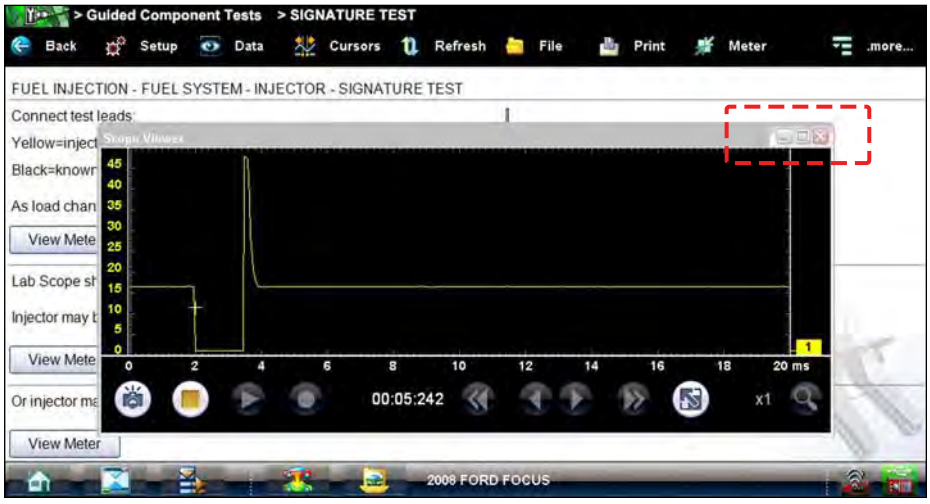

Figure 7-10 *Sample meter view in a separate window*
2. Select the **Meter** icon a second time and the meter open as a separate window (Figure 7-10). This window can remain open if you switch to the Scanner function and can be accessed from the Windows toolbar at the bottom of the screen. You can also resize and reposition the meter window on the screen.